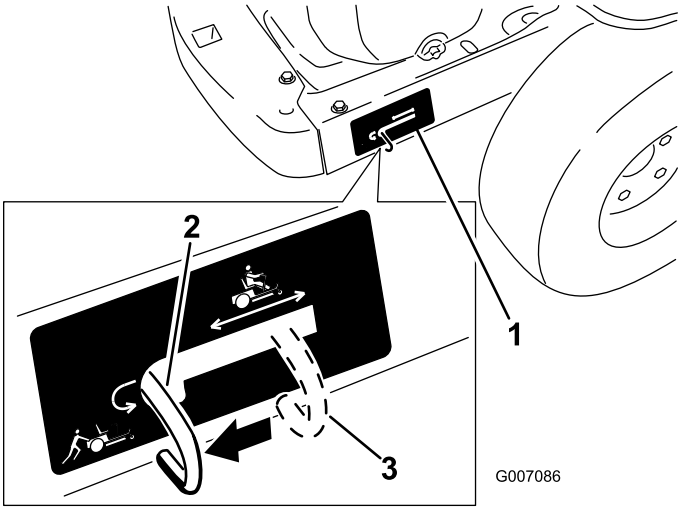

Bild 22
4. Schieben Sie die Bypasshebel nach hinten und dann nach unten, um sie zu arretieren, wie in Bild 22 dargestellt, um die Radmotore auszukuppeln. Wiederholen Sie die Schritte an jeder Maschinenseite.
Schieben Sie die Bypasshebel nach oben und drücken Sie sie dann nach vorne in die **Mitte** des horizontalen Schlitzes (Bild 22), um die Radmotore einzukuppeln.